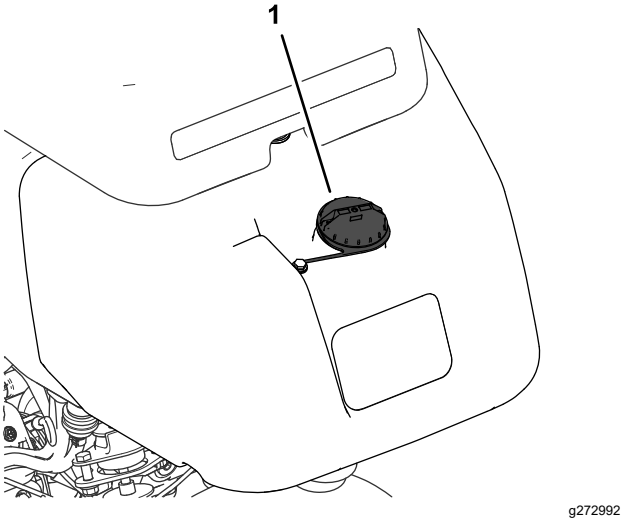

Figuur 25
1. Reinig de omgeving van de dop van de brandstoftank en verwijder de dop (Figuur 25).